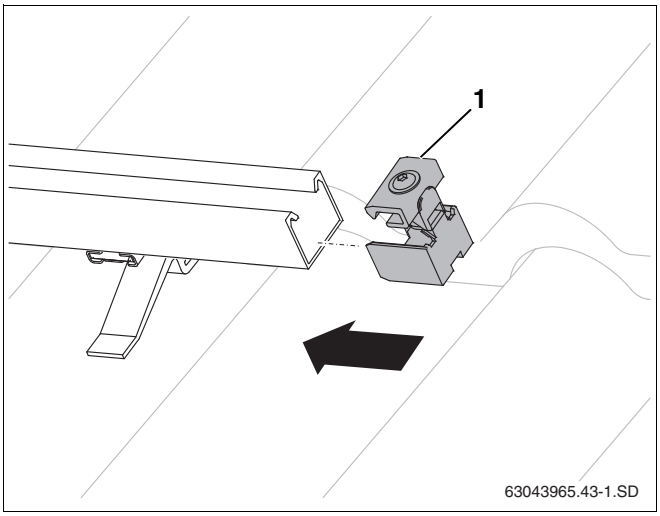

Рис. 42 Установка одностороннего зажима
- Вставьте односторонние зажимы (рис. 42, **поз. 1**) в профильные рейки на правой стороне поля коллекторов до фиксации их в первом продольном отверстии профильной рейки.